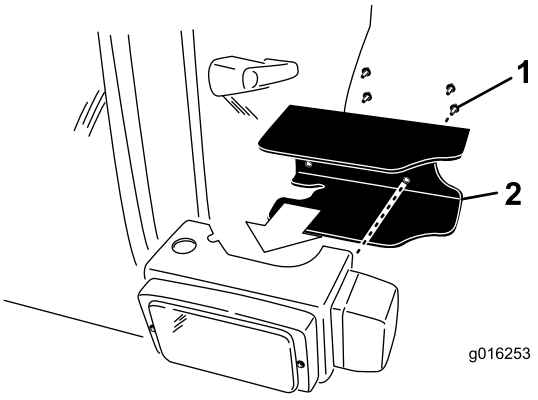

Figura 11
- Monte um resguardo do farol na parte de trás da cada farol com 2 parafusos 1/4 x 5/8 pol. (Figura 11).